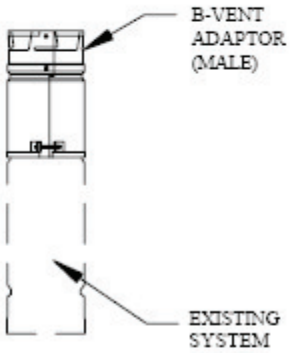

Fig 23
3. **Extending an Existing Competitors System**. To continue an existing competitors system up towards the termination using Dura-Vent Type B Gas Vent, connect a **Male Adaptor** to the last section of the system, as shown in Figure 23, insuring that the inner liner of the **Adaptor** fits smoothly inside the **Pipe** or fitting below it. Push the **Adaptor** down as far as it will go, and tighten the locking bolt until the connection is snug.